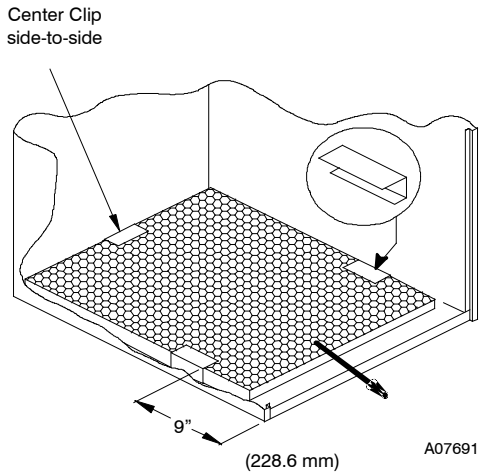

Fig. 2 - Bottom Filter Arrangement
3. Slide filter out of furnace (See Fig. 2 and 3).